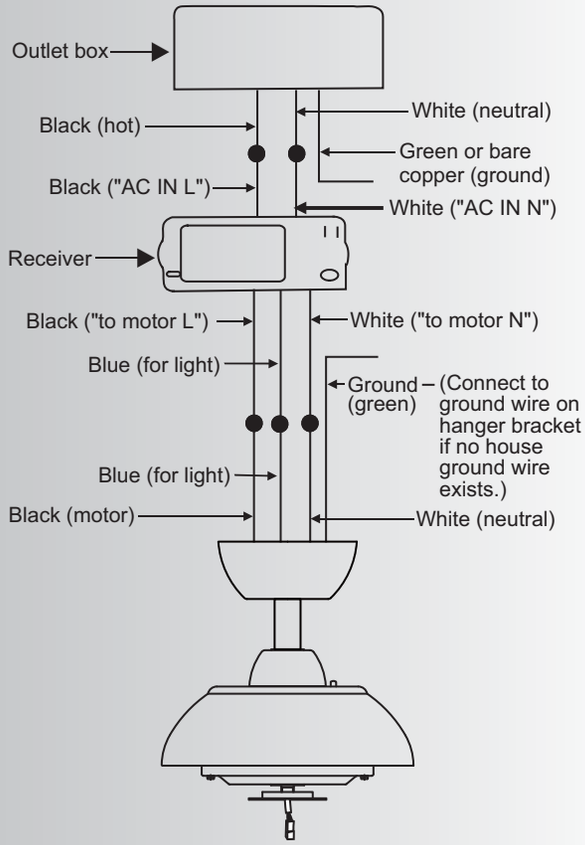

Fig. 14
Step 2. Motor to Receiver Electrical Connections: (Fig. 14) Connect the black wire from the fan to the black wire marked "TO MOTOR L" on the receiver.
Step 3. Receiver to Supply Wires Electrical Connections: (Fig. 14) Connect the black (load) wire from the ceiling outlet box to the black wire marked "AC in L" on the receiver. Connect the white (neutral) wire from the ceiling outlet box to the white wire marked "AC in N" on the receiver. Secure each set of electrical connections with with the plastic wire nuts provided in the parts bag.